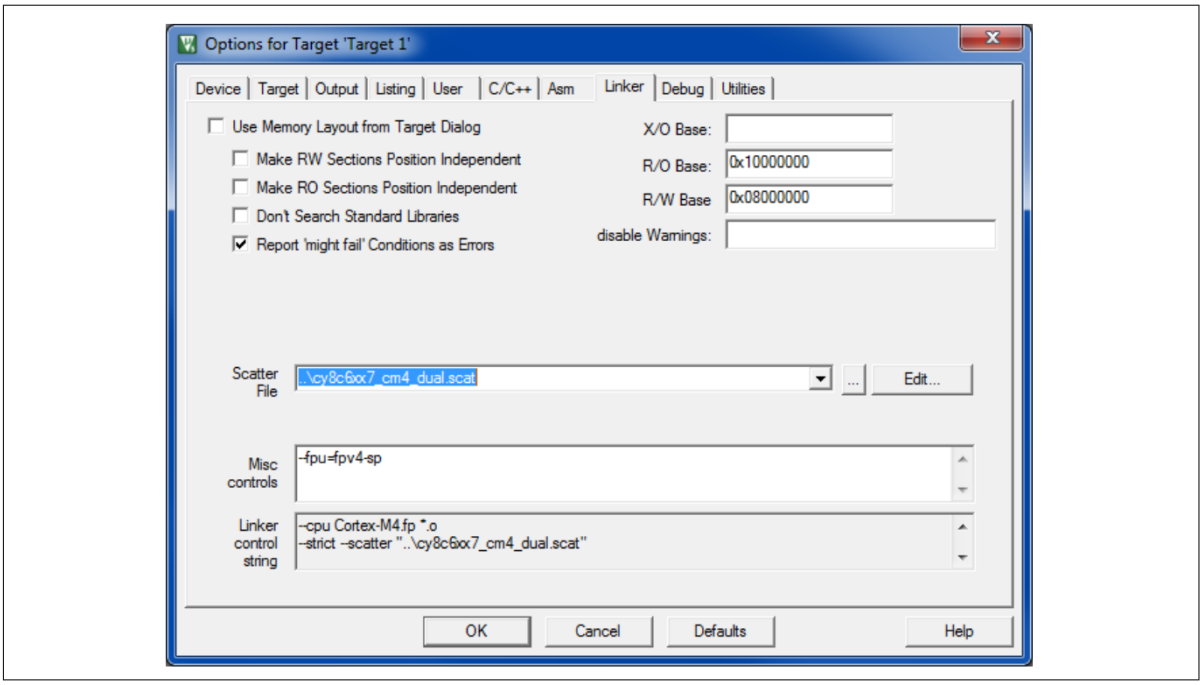

**図 26　　CM4 プロジェクト用リンカーオプション**
- 図 26 に示すように、**Options** ダイアログの **Linker** タブで、“`cm4_dual`”スキャッタファイルを選択してください。CM4 プロジェクトは両方の CPU のコードを含みます。**Misc Controls** に--fpu=fpv4-sp を追加してください。